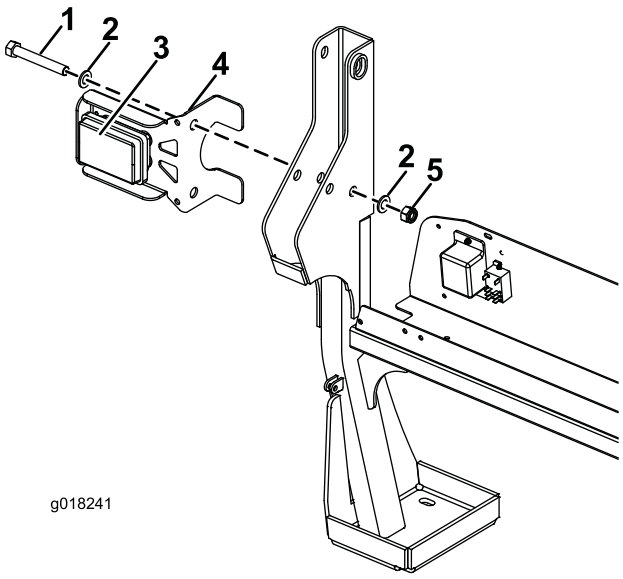

Figur 2
2. Skruer (4)
6. Ret det øverste hul i det venstre baglygtebeslag ind efter hullet i styrtbøjlen, og isæt den nye M16 x 110 mm bolt (Figur 2). Brug de eksisterende spændeskiver igen.